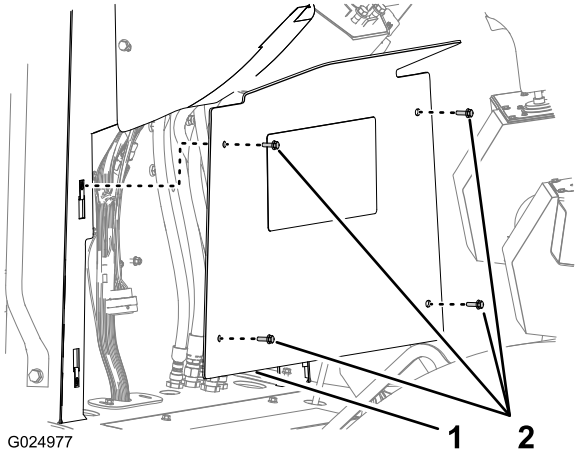

Рисунок 117
1. Выверните 4 болта с шестигранными фланцевыми головками (6 x 20 мм), которые крепят нижнюю панель пульта к пульту, и снимите панель (Рисунок 117).
3. Совместите нижнюю панель пульта с пультом (Рисунок 117).